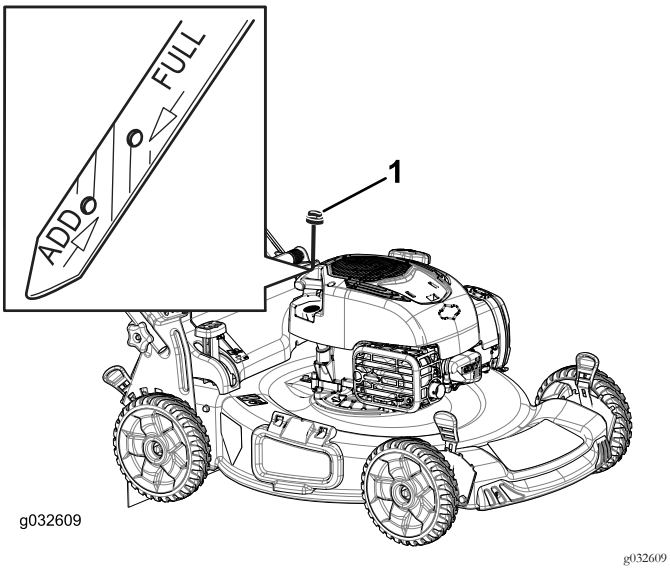

Bild 16
2. Ziehen Sie den Peilstab (Bild 16) heraus.
5. Lesen Sie den Ölstand am Peilstab ab. (Bild 16)
- Wenn der Ölstand unter der Nachfüll-Markierung liegt, gießen Sie langsam etwas Öl in den Öleinfüllstutzen, warten Sie drei Minuten und wiederholen die Schritte 3 bis 5, um den Ölstand auf die Voll-Markierung am Peilstab anzuheben (Bild 16).